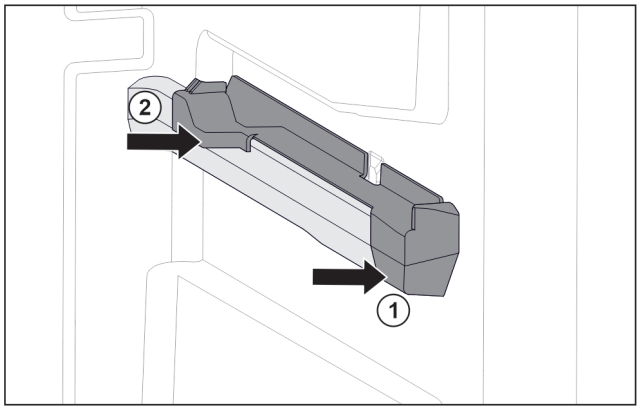

Fig. 103 Élément emboîtable sur la nervure de récipient droite
▶ Poser le devant de l'élément emboîtable contre la nervure de récipient. *Fig. 103 (1)*
▶ Enfoncer l'arrière de l'élément emboîtable. *Fig. 103 (2)*